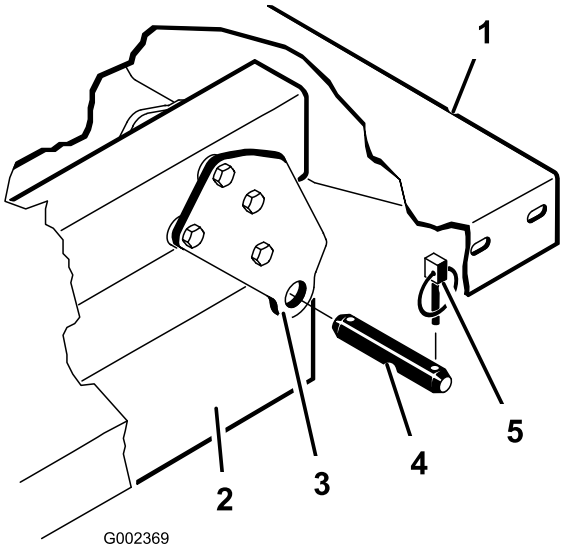

**Figur 33**
**Merk:** Påse at de bakre dreieplatene er boltet til planrammen/-kanalen slik at den laveste enden vipper bakover (Figur 33).